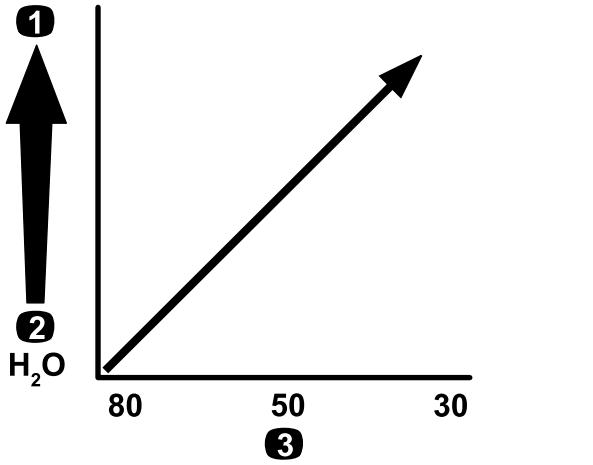

**Figur 18**
***Viktigt:*** **När du sprutar med kemiska produkter med högre viskositet (tjockare) eller lösningar med slampulver kan du behöva använda ett grövre skärmnät för sugfiltertillvalet. Se Figur 18.**